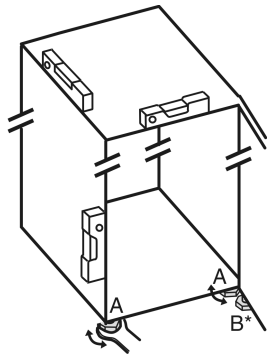

Fig. 24
▶ Выкрутите регулируемые опоры *Fig. 24 (A)* при помощи входящего в комплект поставки рожкового ключа и, используя уровень, выставьте устройство прочно и ровно по горизонтали.
▶ Выверните регулируемую опору *Fig. 24 (B)* на нижнем опорном кронштейне при помощи входящего в комплект поставки рожкового ключа до ее соприкосновения с полом.
▶ Поверните регулируемую опору *Fig. 24 (B)* еще максимум на 90°, чтобы предотвратить повреждение двери.